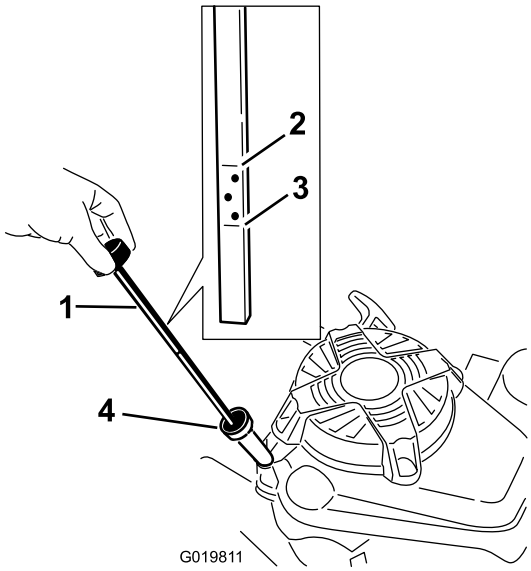

Figura 7
3. Se il carter è vuoto, aggiungete nel tubo di riempimento una quantità d'olio pari a circa 3/4 della capacità del carter stesso (Figura 7).
6. Controllate il livello dell'olio sull'asta (Figura 7).